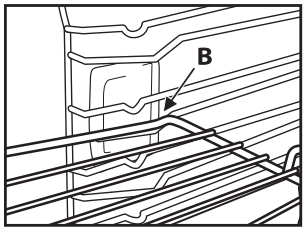

Bild 2
2. Vrid gallret en aning i höjd med placeringen av spärren "B" (Bild 2).